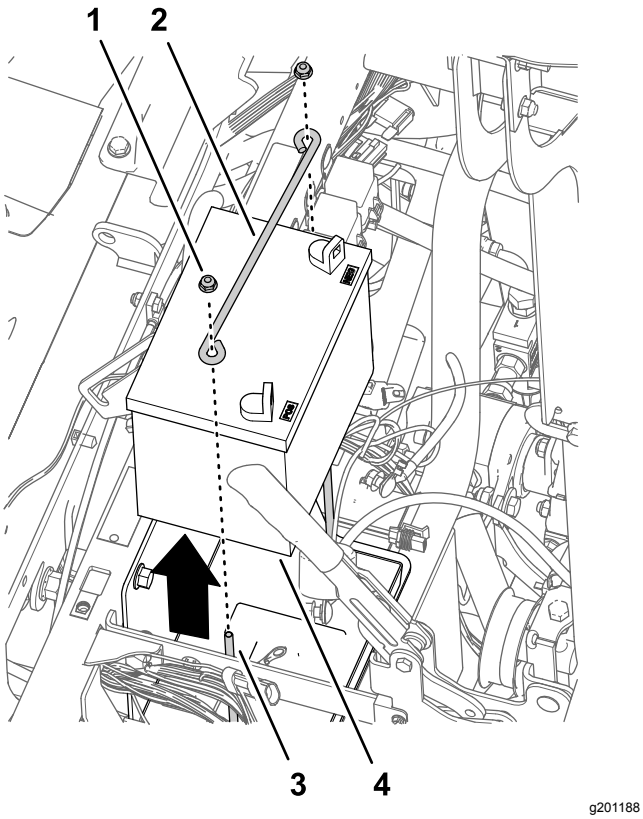

Figuur 169
4. Monteer de kap die u verwijderd hebt in stap 2 van Het stuurwiel verwijderen (bladz. 72) op het stuurwiel (Figuur 169).
1. Verwijder de 2 flensborgmoeren en de aandrukstang van de 2 J-bouten waarmee de accu aan de accubeugel van de machine is bevestigd (Figuur 169).
2. Haal de accu uit de machine (Figuur 169).